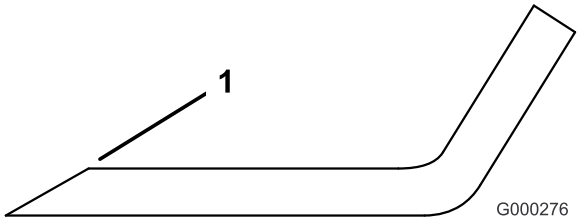

**Figuur 81**
1. Gebruik een vijl om de snijranden aan beide uiteinden van het mes te slijpen (Figuur 81). Houd daarbij de oorspronkelijke hoek in stand. Het mes blijft in balans als u van beide snijranden dezelfde hoeveelheid materiaal verwijdert.